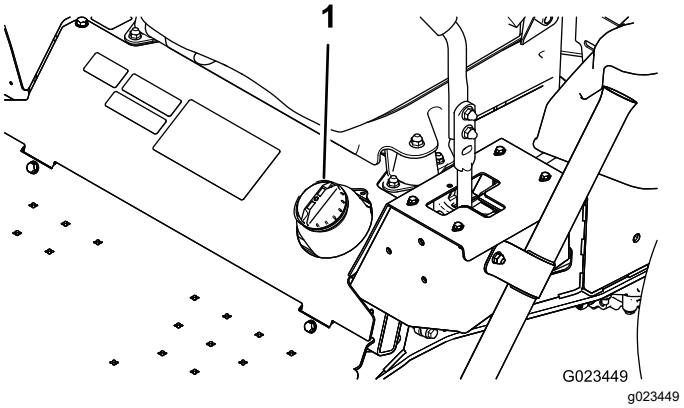

**Figuur 13**
2. Maak de omgeving van de dop van de brandstoftank schoon (Figuur 13).